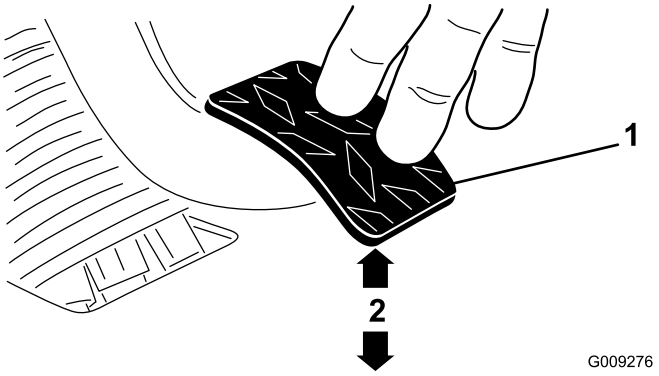

Figuur 71
3. Stel de contramoeren en/of kogelverbinding zo af dat de onderkant van het achterste deel van het koppelingspedaal 9,5 cm ± 3 mm is verwijderd van de antislipvloerplaat (met ruitprofiel), wanneer een kracht van 1,8 kg wordt uitgeoefend op het pedaal (Figuur 71).